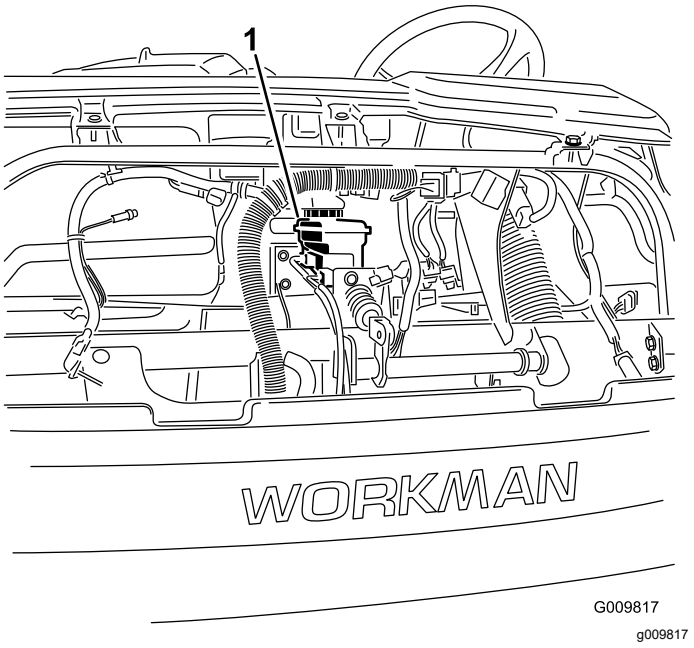

Figura 50
4. Levante el capó para acceder al cilindro del freno principal y al depósito (Figura 50).